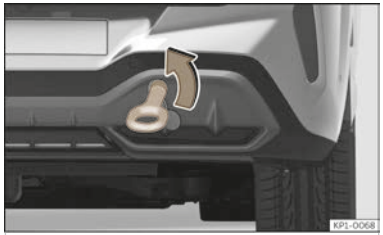

Fig. 219 Right side of the rear bumper: towing eye screwed in.
- Screw the towing eye into the housing by turning it **anticlockwise** >>> Fig. 219 , >>> ⓘ as far as it will go. Use a suitable object that can completely and securely tighten the towing eye in its housing.